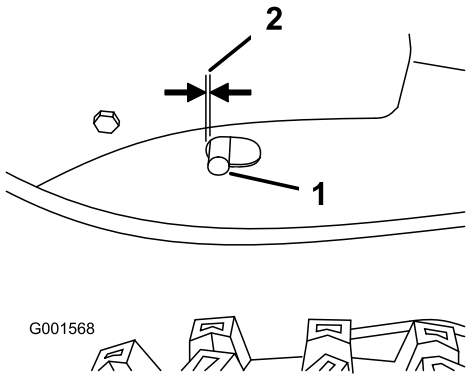

Rysunek 30
2. Po zwolnieniu dźwigni napędu jezdnego sprawdź bolec w podłużnym otworze nad oponą, po lewej stronie maszyny (Rysunek 30).
Informacja: Między przodem otworu i przednią krawędzią bolca powinna być przerwa 6 mm (Rysunek 30).